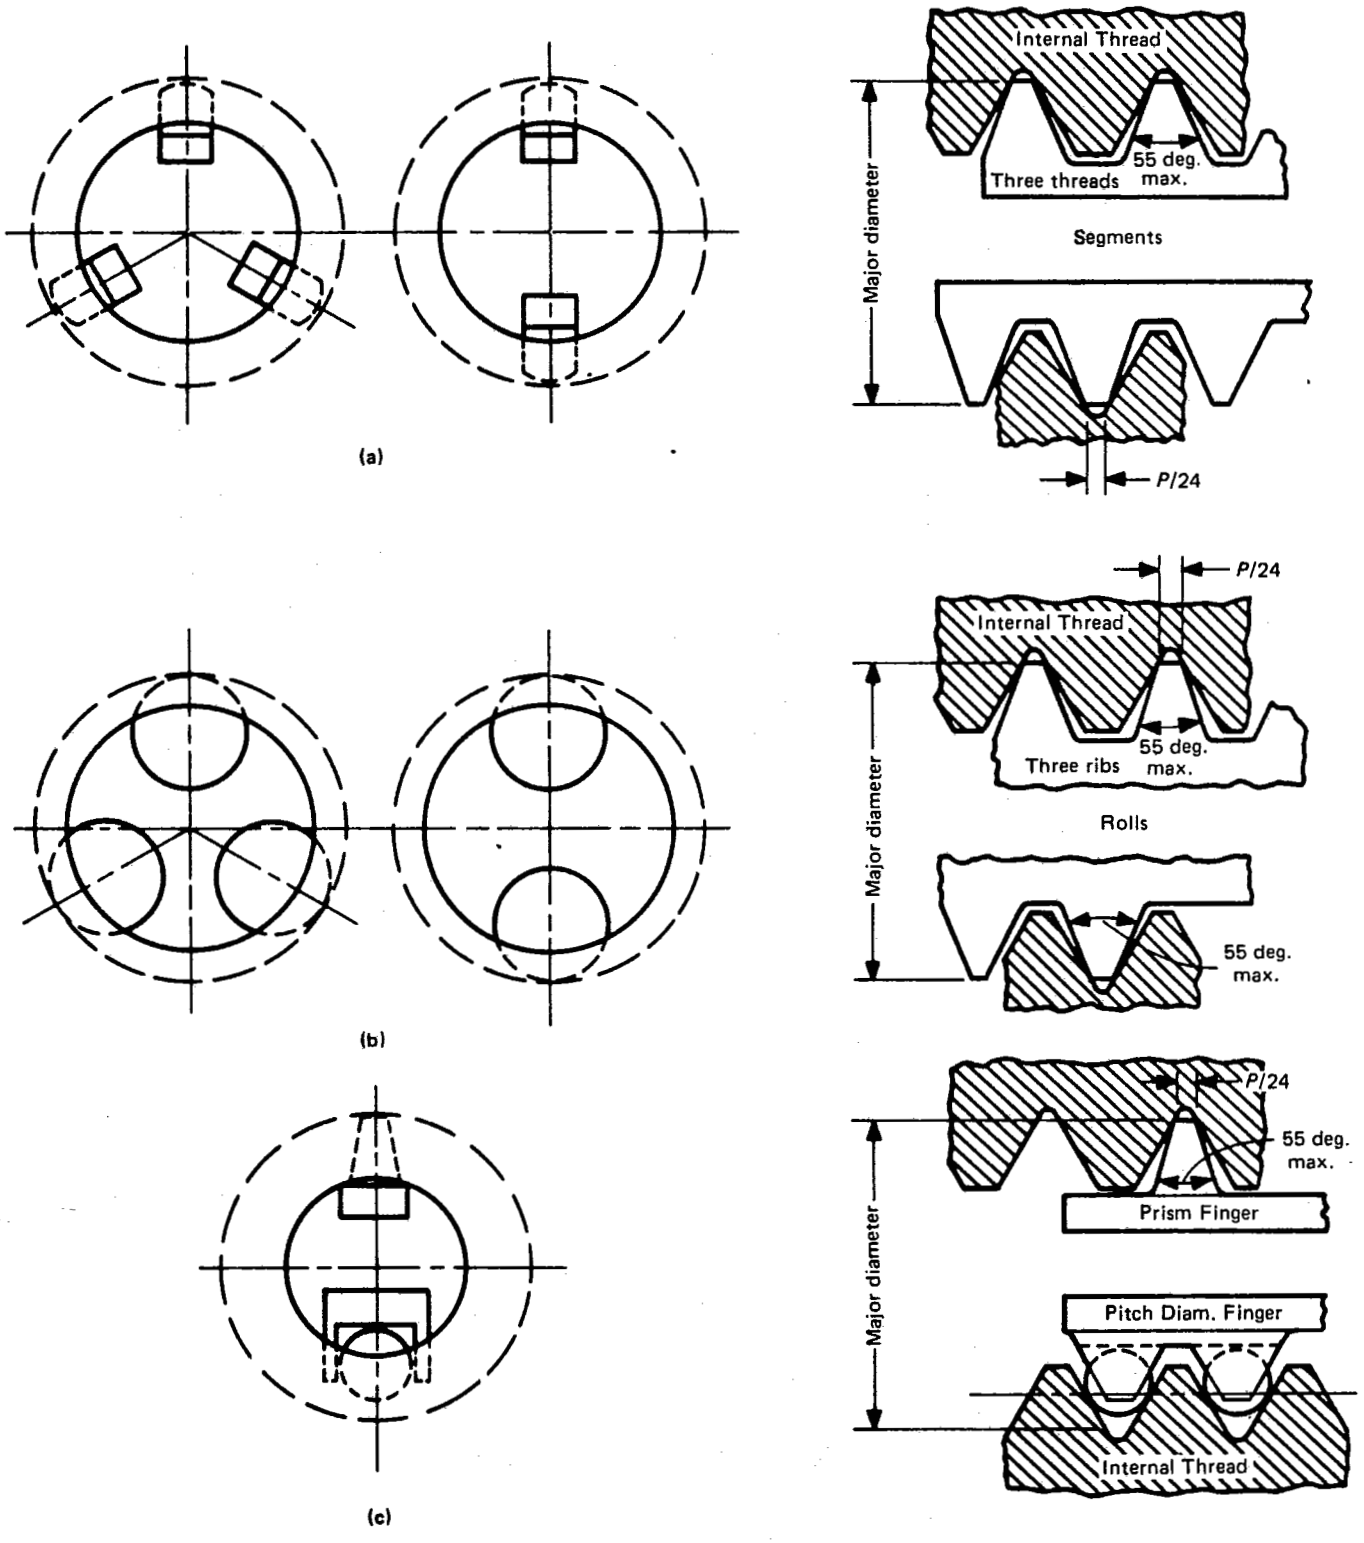

FIG. 12 SNAP AND INDICATING DIAMETER GAGES — MAX.-MIN. MAJOR DIAMETER LIMIT AND SIZE
4.10.2 Snap and Indicating Major Diameter Gages. Gages are made to the manufacturer's standard with 55 deg. maximum gage contacts at 180 deg. in the form of relieved thread contacts [see Fig. 12, sketch (a)]. Size range is approximately 5 mm to 65 mm. Above 65 mm, gage contacts are thread relieved rolls at 120 deg. [see Fig. 12, sketch (b)]. Another design is the use of conical contact on one finger and two "best size" thread balls on another contact [see Fig. 12, sketch (c)]. In each design, the indicating gages are set with cylindrical ring gages, outside micrometers, vernier calipers, or a gap made with gage blocks and jaw accessories. Gage contacts are collapsed into a tapped hole and released to contact product major diameter. Dial indicator gages give the size of the product between minimum and maximum tolerances. A snap gage checks the major diameter limit by sensing the resistance at contact after being set to a master.